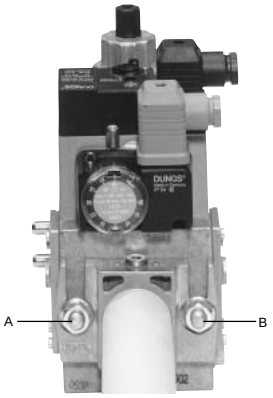
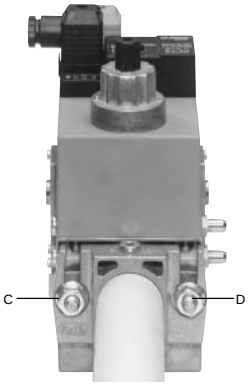
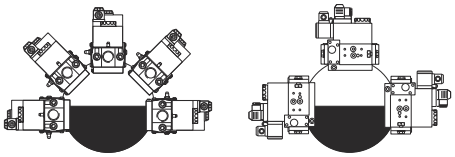

Рис. 4
Рис. 5
Рис. 7
4 согласно ссылки, данной на Рис. 4, закрепить фланец к шпилькам котла с помощью гаек **D**, не затягивая их полностью;
3. Затянуть винты A, B, C и D (Рис. 4 - Рис. 5), (Рис. 7), соблюдая дистанции монтажа (Рис. 7);